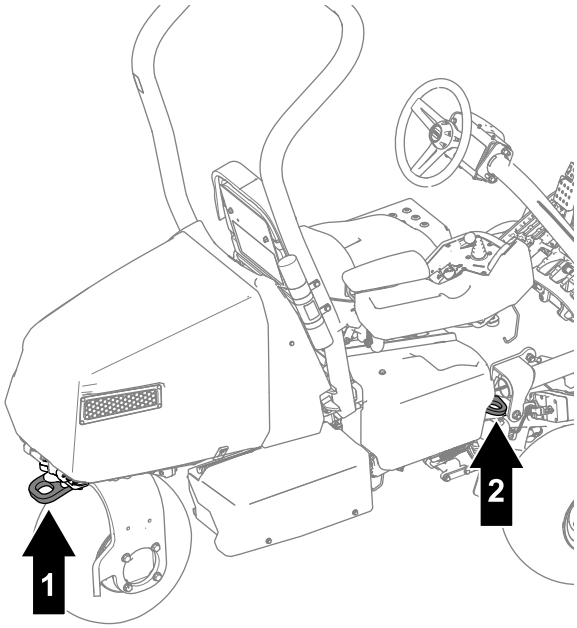

**Figur 29**
- Fastgør maskinen med stropper, kæder, kabler eller reb. Både den forreste og bageste strop bør føres ned og udad fra maskinen (Figur 29).